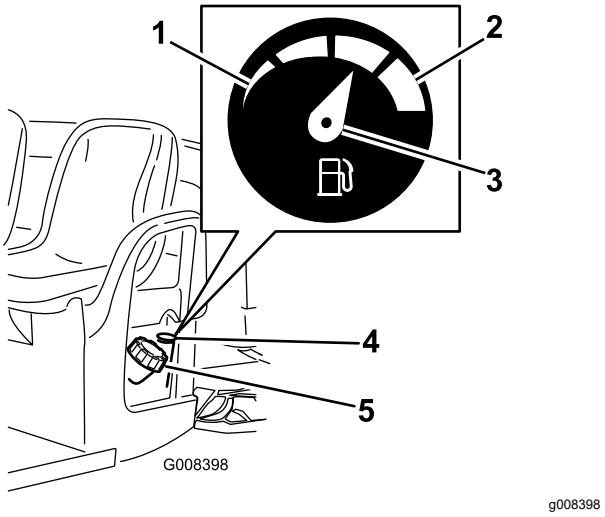

Figur 20
2. Fjern brændstofdækslet (Figur 20).